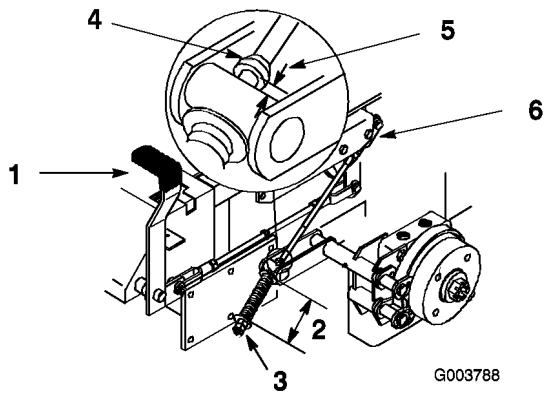

Figur 52
Avståndet mellan brickorna ska vara 70 mm (Figur 52).
3. Om en justering krävs lossar du kontramuttern under fjädern och justerar muttern direkt under oket (Figur 52). Vrid muttern tills korrekt mått uppnås. Dra åt de två muttrarna och upprepa på enhetens motsatta sida.
Avståndet ska vara 5–7 mm (Figur 52).
7. Lossa kontramuttern alldeles under oket om en justering krävs. Vrid den nedre staven tills korrekt mått uppnås (Figur 52). Dra åt kontramuttern vid oket.